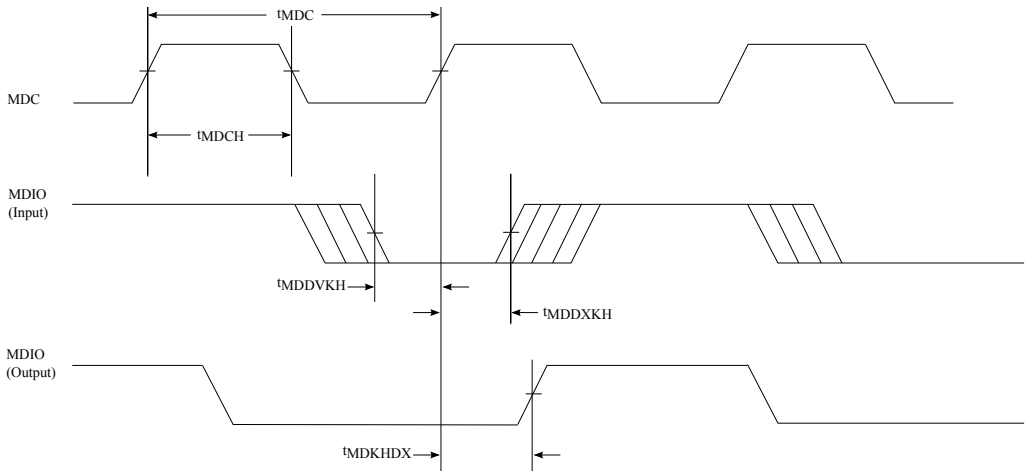

Figure 24. Ethernet management interface timing diagram
| Also, $t_{MDDVKH}$ symbolizes management data timing (MD) with respect to the time data input signals (D) reach the valid state (V) relative to the tMDC clock reference (K) going to the high (H) state or setup time.5. Assumes a maximum load of 338 pF.6. See Figure 24. | | | | | |